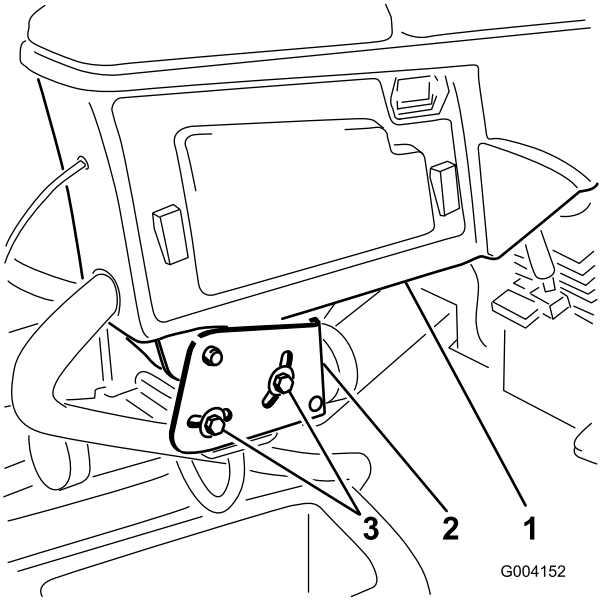

Figur 2
1. Fjern de to boltene som fester kontrollarmen til spaken til holdebraketten (Figur 2).